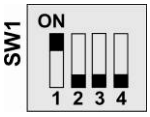

Рис.2
- установить переключатель №1 DIP-переключателя SW1 в положение «ON» (см. Рис.2).